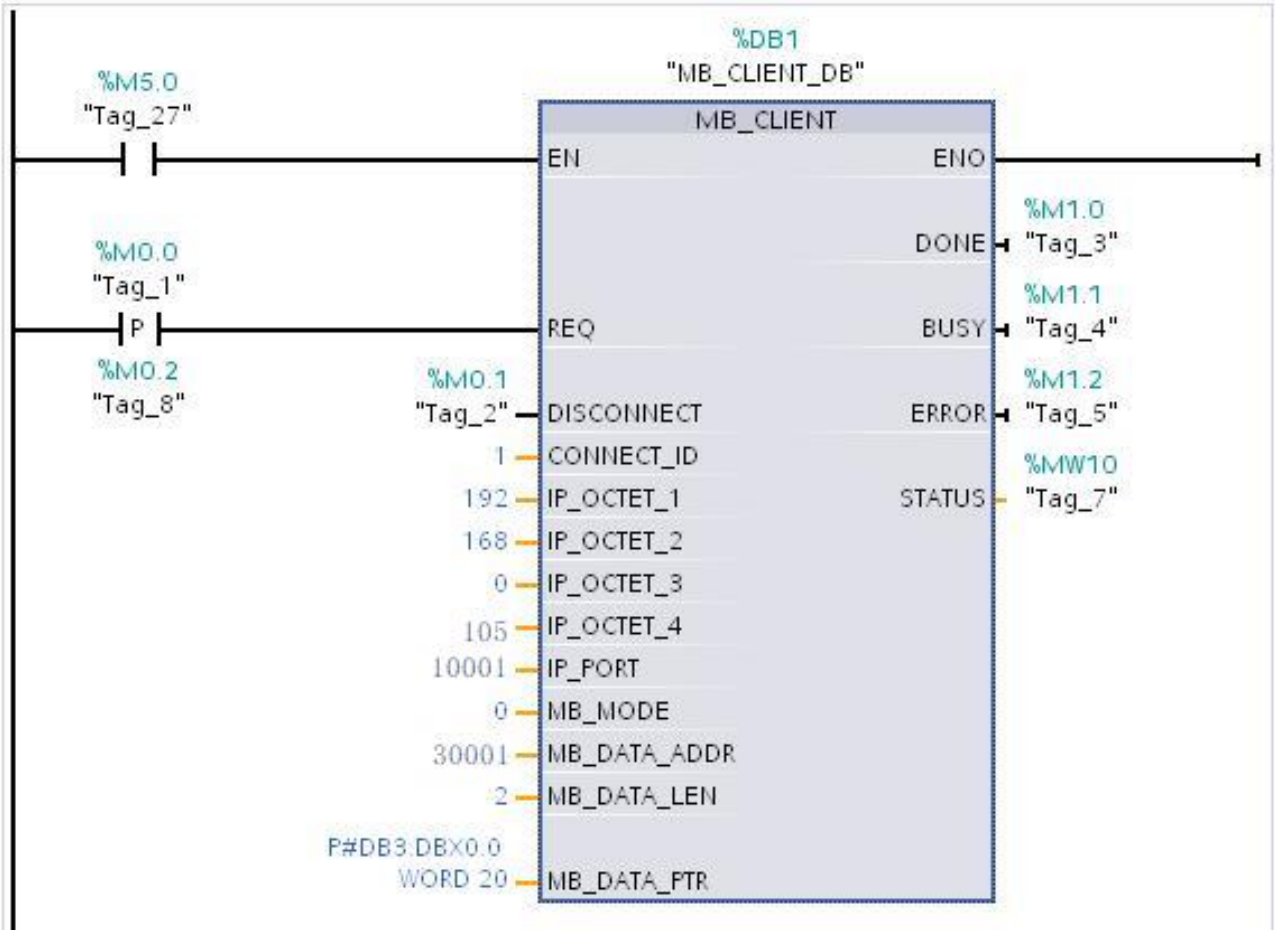

图 2. MB_CLIENT 通信指令
1.调用 MB_CLIENT 通信指令，进入 “Program blocks” > “OB1” 主程序中，调用 MODBUS TCP 客户机指令，如图 2 所示。